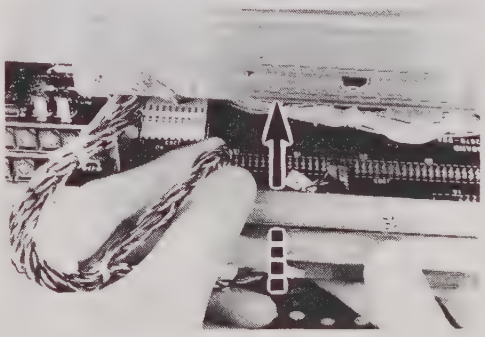

Fig. 5-3
- Pull out cables through slot for control mother board. (Fig. 5-3)